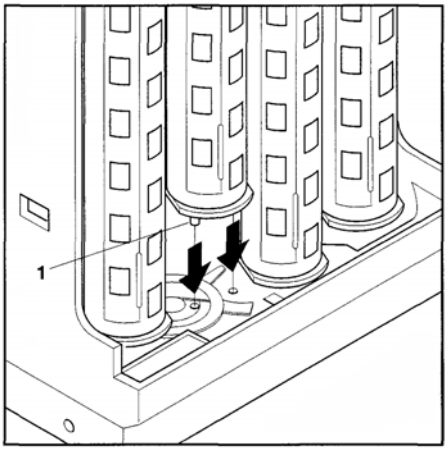

Рис. 16: Установка накопителей.
- Вставьте левую или правую трубку в лоток сдачи так, чтобы 2 штырька (1) у ее основания вошли в соответствующие отверстия лотка сдачи (рис. 16).